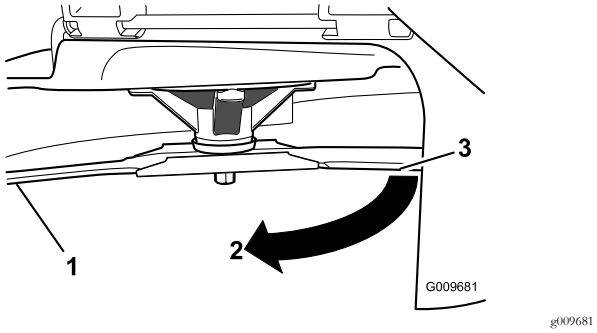

Figuur 54
3. Gemeten afstand tussen mes en de ondergrond (A)
4. Draai hetzelfde mes 180 graden, zodat de maairand aan de andere kant nu in dezelfde stand staat (Figuur 54).